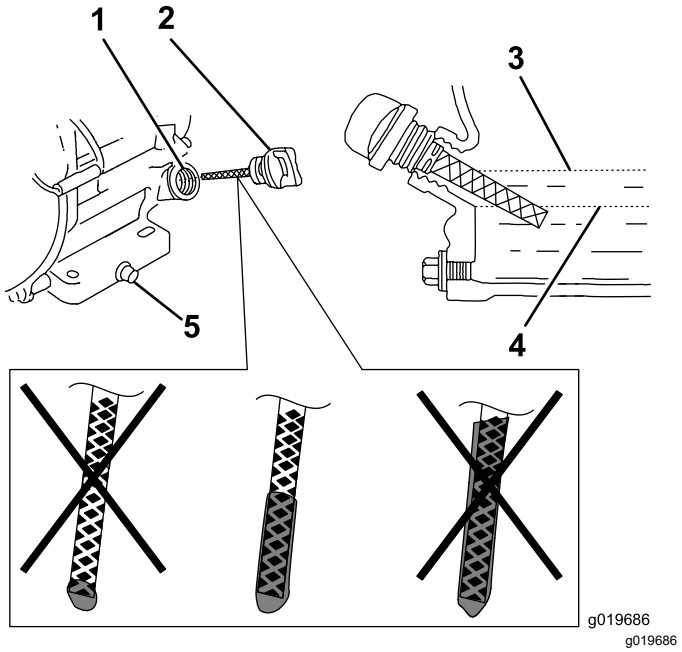

Figure 26
6. Ressortez la jauge et contrôlez le niveau d'huile moteur (Figure 26).